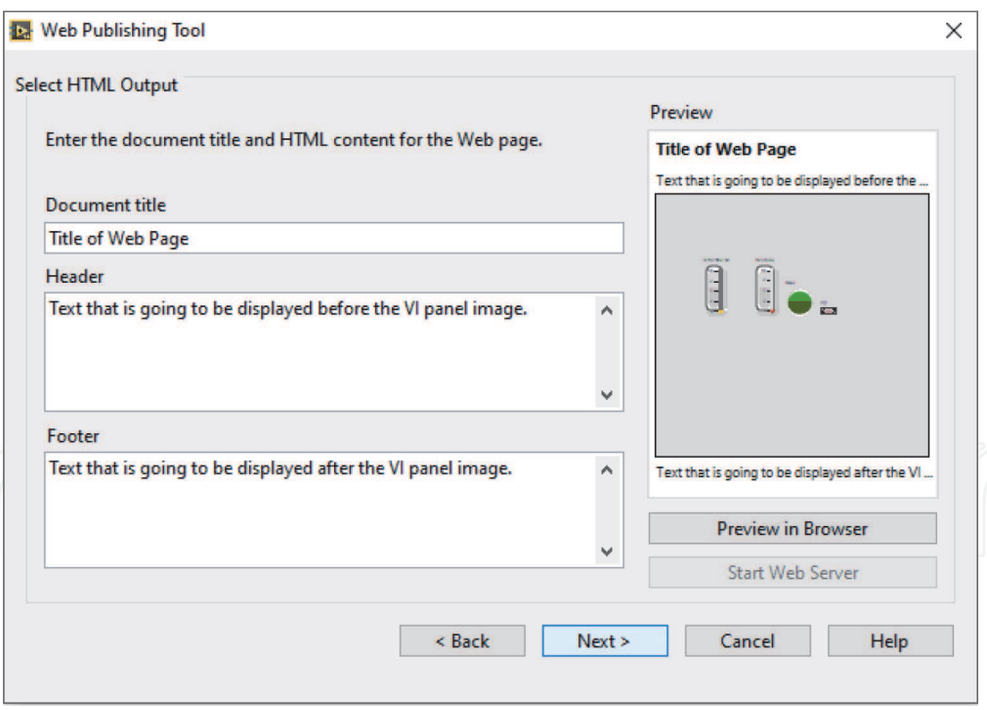

Figure 24.
9. Fill Document title, Header and Footer sections and click **Next** (**Figure 24**).